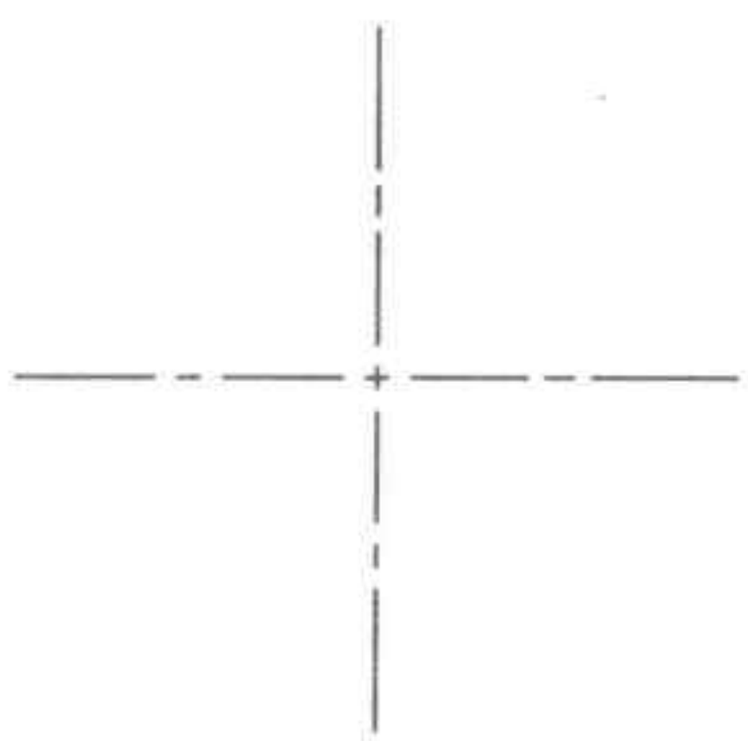

图21-50 绘制中心线
Step 09 执行“绘图 > 直线”命令，绘制两条相互垂直的中心线，如图 21-50 所示。